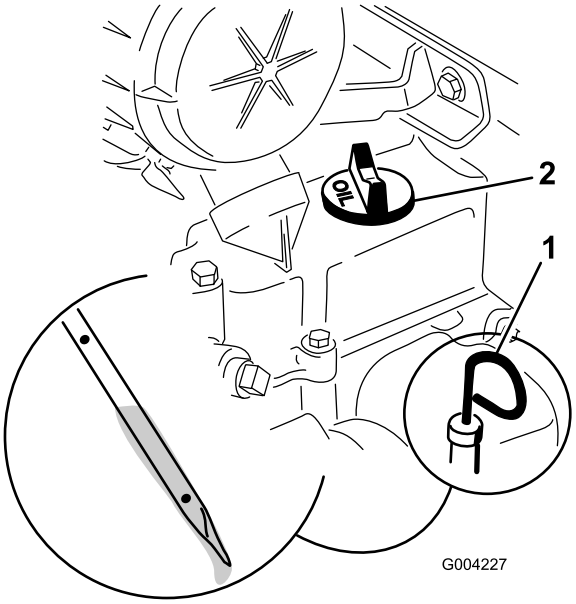

**Figur 17**
4. Gör rent runt oljestickan (Figur 17).
5. Drag ut oljestickan och torka av metalländen (Figur 17).
6. Stick ned oljestickan helt i oljestickans rör (Figur 17).
8. Om oljenivån är låg, rengör runt oljepåfyllningslocket och ta loss påfyllningslocket (Figur 17).